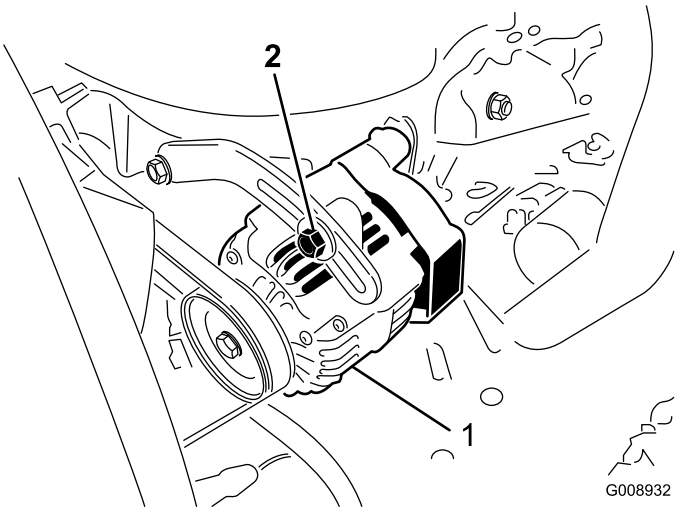

Figur 52
Kontroller remmens tilstand og spænding (Figur 52) efter hver 100 driftstimer.
2. Hvis afbøjningen ikke er 10 mm, skal generatorens monteringsbolte løsnes (Figur 52). Øg eller mindsk generatorremmens stramhed, og tilspænd boltene. Kontroller remmens afbøjning igen for at sikre, at stramningen er korrekt.